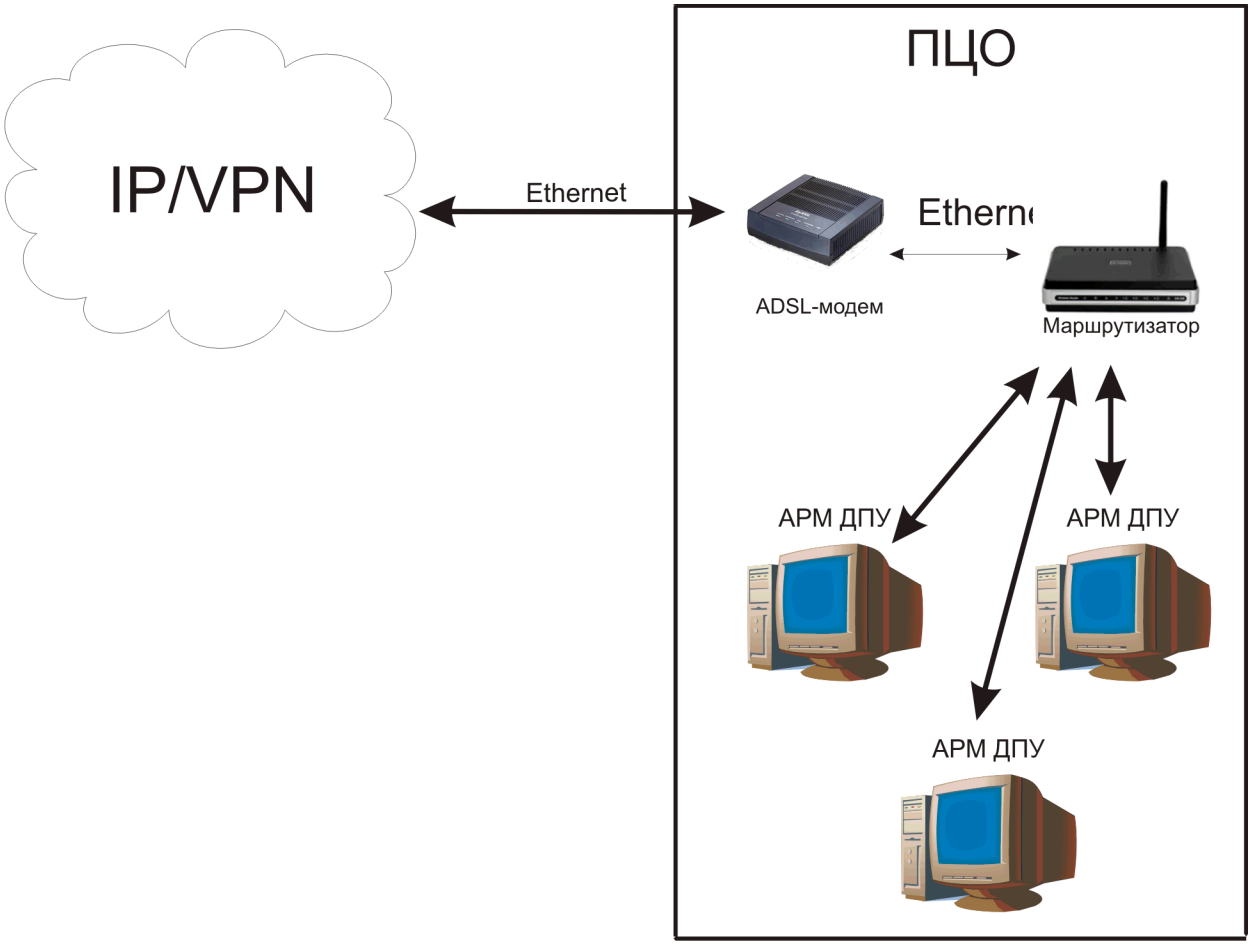

Рис.3.2. Подключение локальной сети ПЦО через маршрутизатор.
2. Подключение локальной сети ПЦО через маршрутизатор с установленным в него подключением к IP-сети (см.рис.3.2).